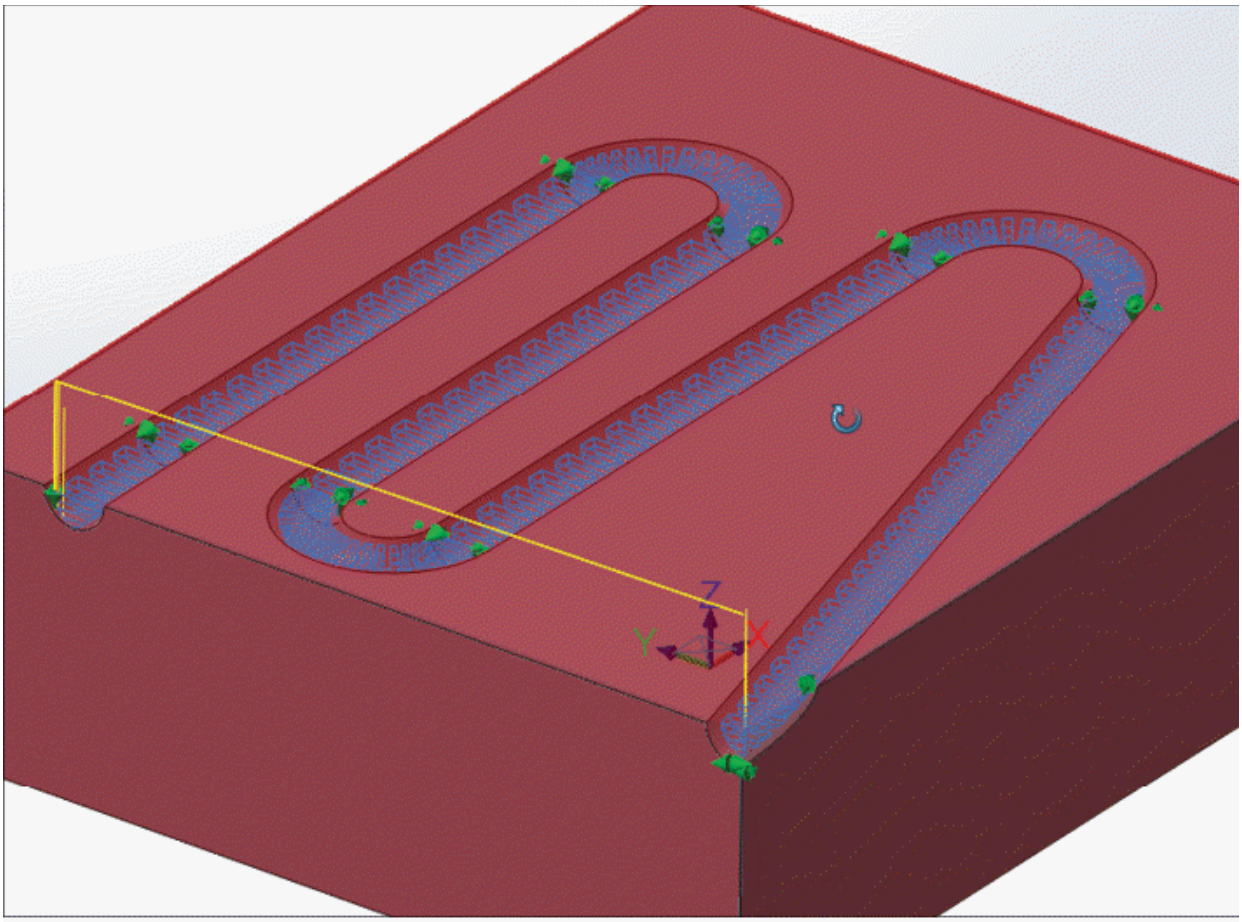

Figure-65. Surface rough flowline toolpath
- Specify the other parameters in this dialog box as discussed earlier and click on the **OK** button. The toolpath will be generated; refer to Figure-65.